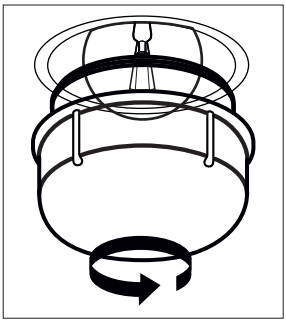

Figura 29
**2.** Remover a proteção de vidro rodando a mesma no sentido anti--horário (Ver figura 29). O uso de luvas de plástico pode ajudá-lo se tiver dificuldade em o rodar.